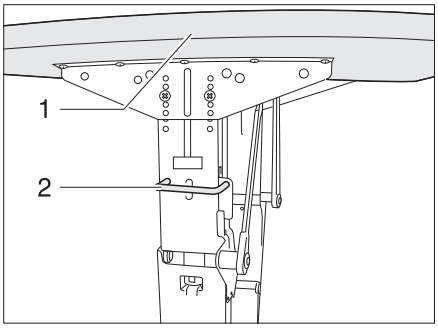

Fig. 55 Lock for swivel table with metal frame
- Push the handle (Fig. 55,2) upwards.
- Swivel the table-top (Fig. 55,1) down with a circular movement until the handle locks into place.